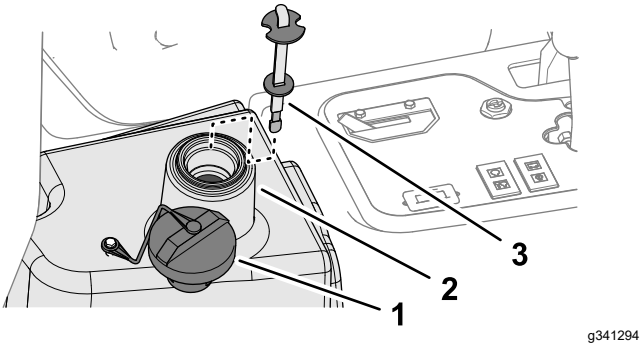

**Figur 95**
4. Fyll tanken (Figur 95) med cirka 22,7 liter hydraulvätska. Se Specifikation för hydraulvätskan (sida 61).